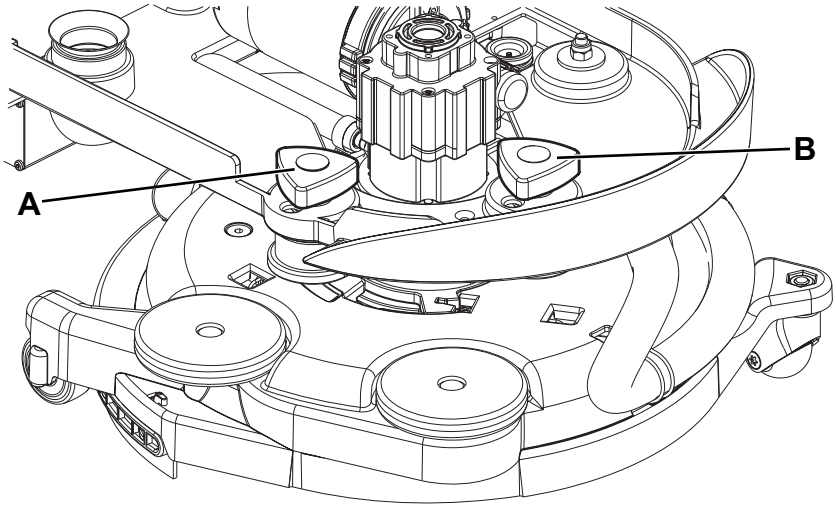

**Figure 5**
2. Adjust the machine speed with the handwheel (A, Fig. 5):
3. If it is difficult to keep the machine moving straight-forwardly because it deviates to the left or to the right, adjust the handwheel (B) by turning it clockwise or counter-clockwise.